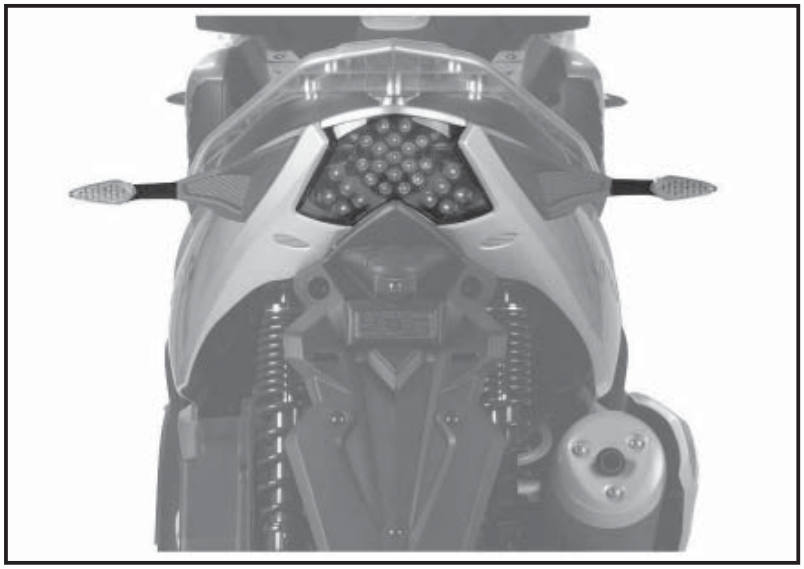

Fig. 02 *QSI0070*
6.16 GRUPO ÓPTICO TRASERO (Fig. 02)